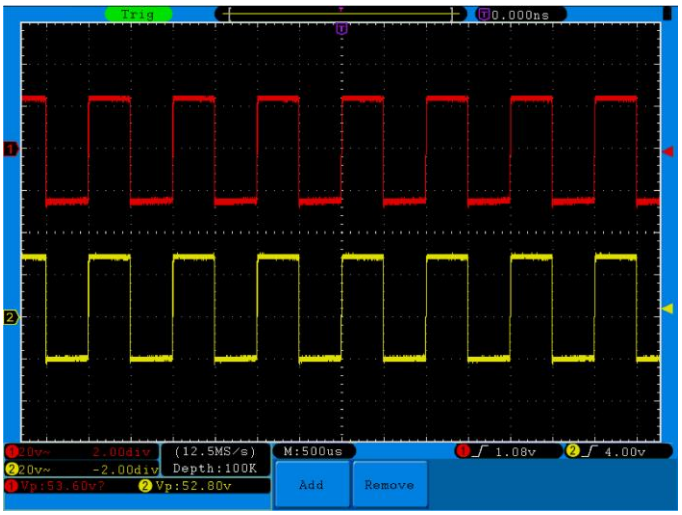

Abb. 79 Wellenform bei der Messung der Verstärkung
8. Lesen Sie die Spitze-Spitze-Werte von Kanal 1 und Kanal 2 in dem angezeigten Menü ab (siehe **Abb. 79**).